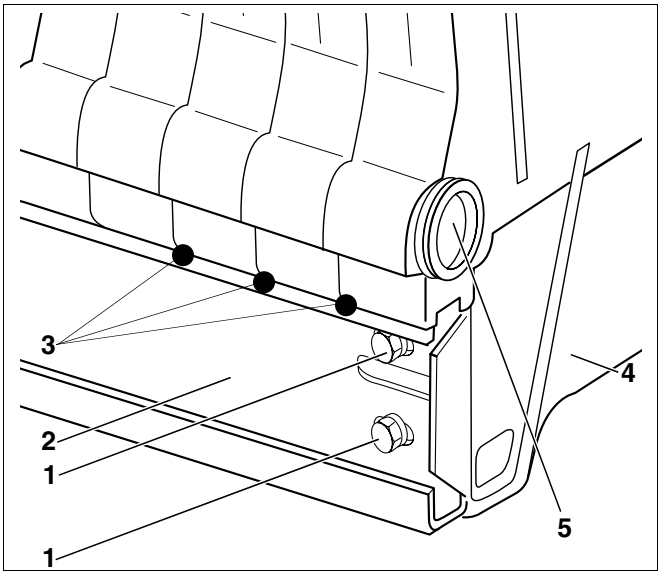

Afb. 20 Ketelblok afdichten
- Plaats de schoen voor de voet van het element zoals in afb. 13, pagina 17 op het eindelement (afb. 20, **pos. 4**).
- Bevestig de bodemrails (afb. 20, **pos. 2**) met twee zeskantbouten M8 x 30 (afb. 20, **pos. 1**) en de moeren aan het eindelement (afb. 20, **pos. 4**).
- Nadat de bodemrails aan het eindelement werden bevestigd (afb. 20, **pos. 4**) mag het persgereedschap losgemaakt en verwijderd worden.
- Breng de spuitkit zorgvuldig aan, zoals aangegeven in afb. 20, **pos. 3**.
- Dicht de stop met aftapopening (aansluitstop 1¾" x ¾") in de voorste onderste ketelnaaf (afb. 20, **pos. 5**, pagina 22) met een vlakke dichting af. Ter plaatse kan er een aftapkraan geïnstalleerd worden.